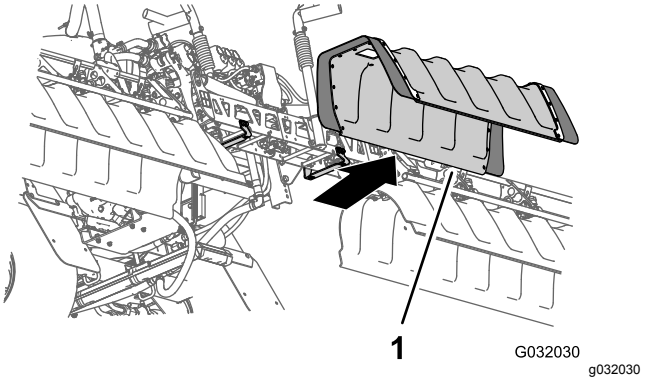

Figuur 20
2. Verwijder het deksel van de middelste spuitboom van de machine (Figuur 20).